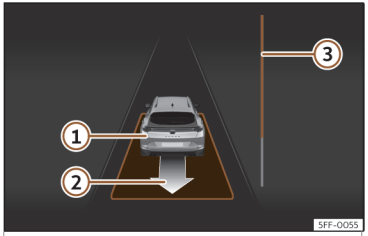

Fig. 182 En la pantalla del cuadro de instrumentos: desaparcar de un hueco en línea.
- Retroceda hasta que suene la señal continua del ParkPilot; **O BIEN:** dé marcha atrás hasta que en la pantalla del cuadro de instrumentos aparezca la indicación de dar marcha adelante. La barra de progreso ››› fig. 182 ③ indica la distancia que hay que recorrer››› pág. 301.